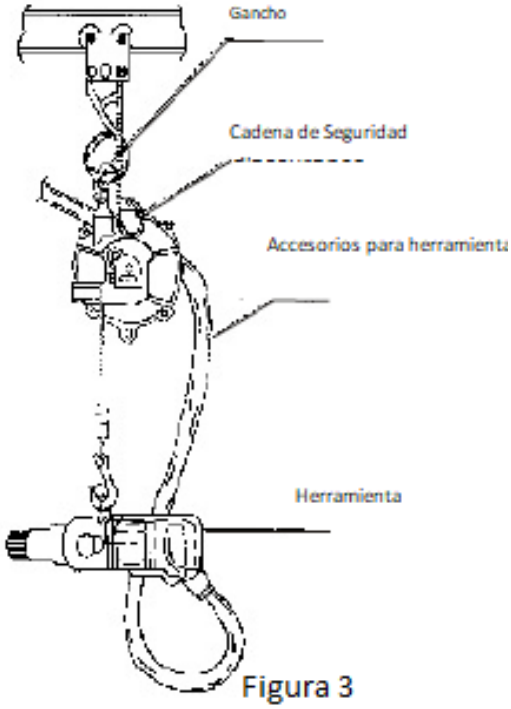

Figura 3
(1) De acuerdo con el método descrito arriba, seleccione el equilibrador de muelle apropiado (Figura
(2) Cuelgue el equilibrador, asegurándose de enganchar la cadena de seguridad. (Figura 3)
(3) Realice una inspección mensual del equilibrador en la que deberá revisar:
c. La fiabilidad de la cadena de seguridad (Figura 3).
(4) No se debe realizar una colocación a largo plazo.